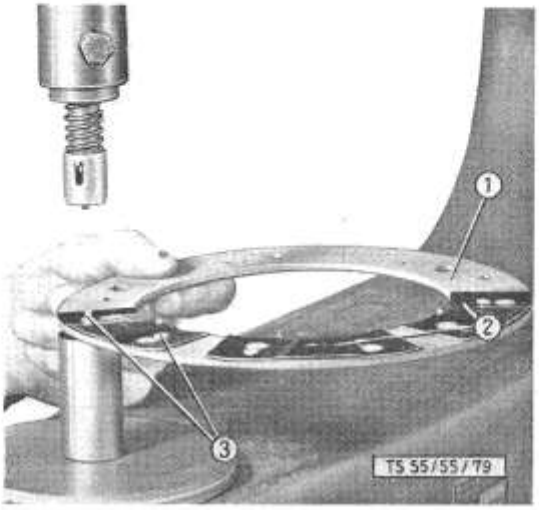

Bild 77: **Aufnieten der Zwischenfedern auf den 1. Kupplungsbelag**
2. Die Zwischenfedern (6 Stück) mit neuem Kupplungsbelag zusammennieten (Bild 77). Jede Zwischenfeder (77/2) wird zweimal vernietet (77/3), die Nietköpfe werden von der äußeren Seite in die 5,3 mm Bohrung eingeschoben.